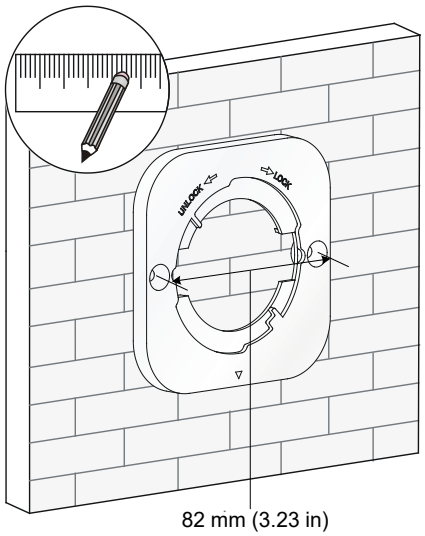

図 7-2 壁面の設置用の穴の位置のマーキング
2) 壁面/天井用ブラケットの設置用の穴を用いて、図 7-2に示すように壁面の設置用の穴の位置をマーキングしてください。